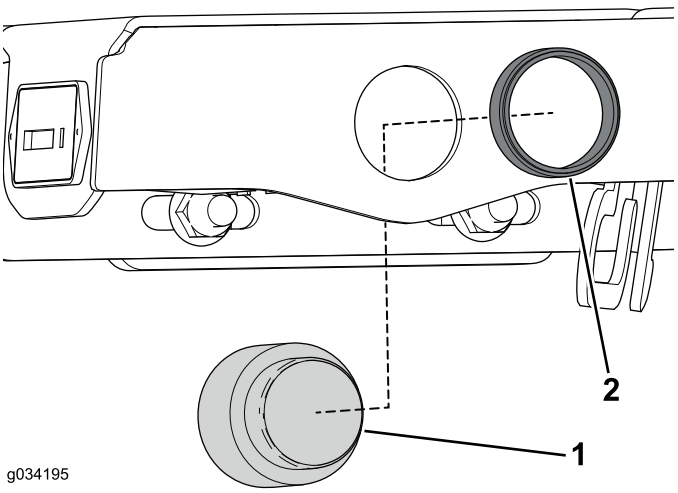

Figure 27
2. Fixez l'alarme sonore sur la console à l'aide de la bague de retenue (Figure 27).